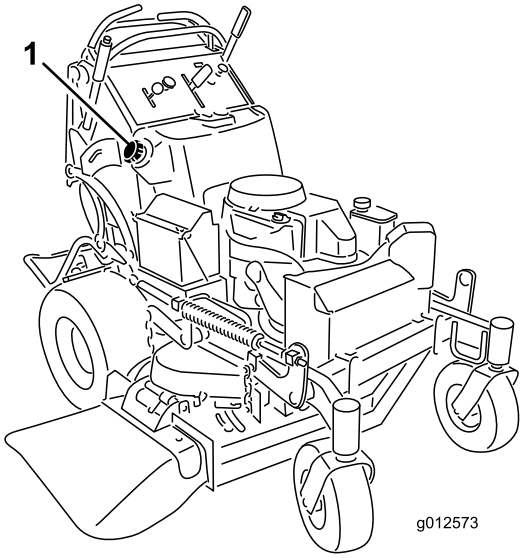

Figura 51
5. Usando la bomba tipo sifón, vacíe el combustible en un recipiente de combustible limpio (Figura 51).